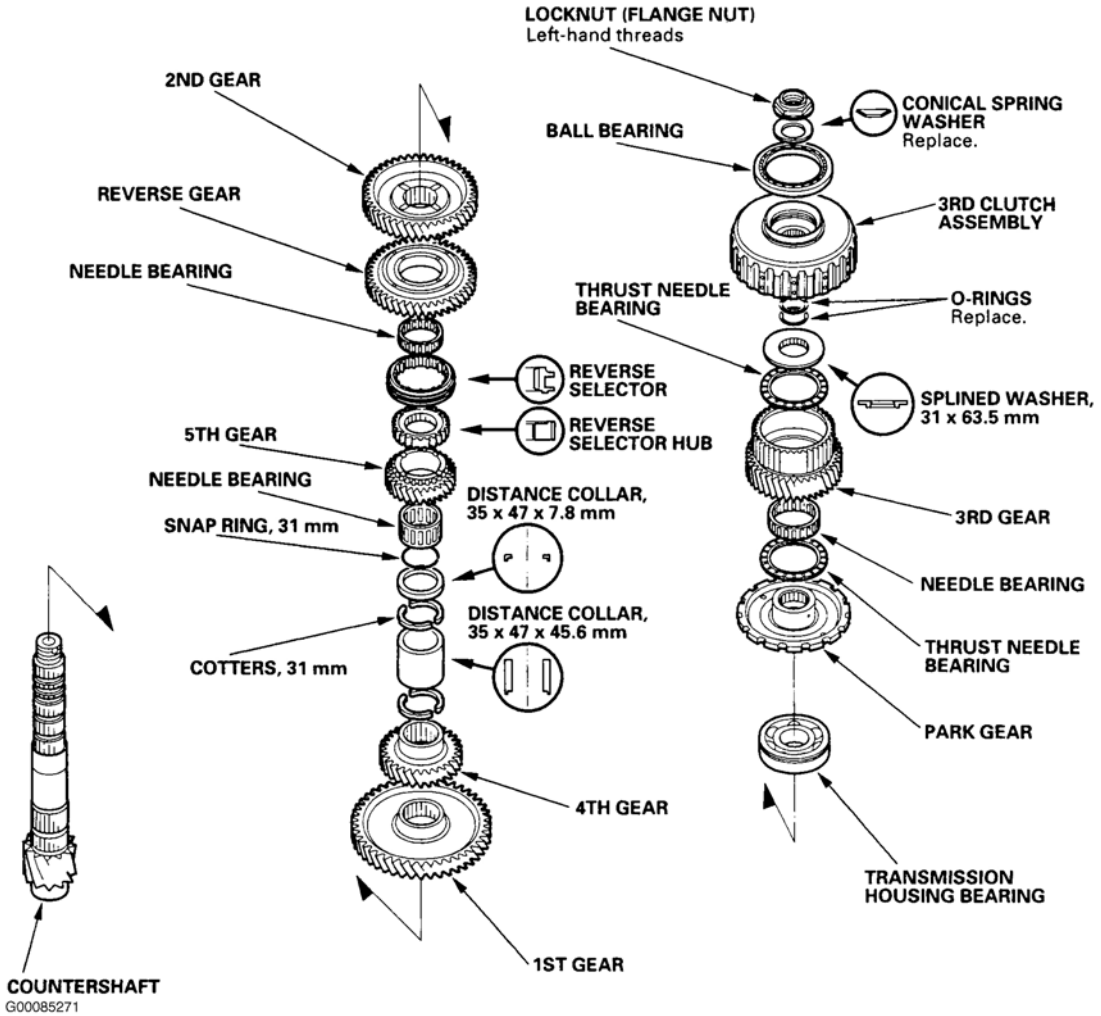

Fig. 36: Exploded View Of Countershaft Assembly
1. Remove the lock nut, and takeoff components down to the reverse selector hub. See **Fig. 36** .
7. Install the distance collars, reverse selector hub, reverse selector, splined washer, and conical spring washer in the direction shown. See **Fig. 36** .